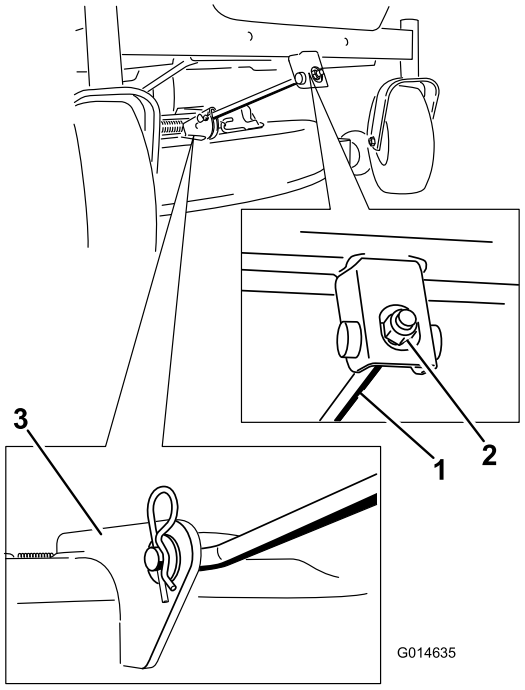

Figuur 58
4. Verwijder de R-pen uit de voorste steunstang en neem de stang uit de beugel van het maaidek (Figuur 58). Laat de voorkant van het maaidek voorzichtig neer op de grond.
6. Bevestig de voorste steunstang aan het maaidek met de gaffelpen en de R-pen (Figuur 58).